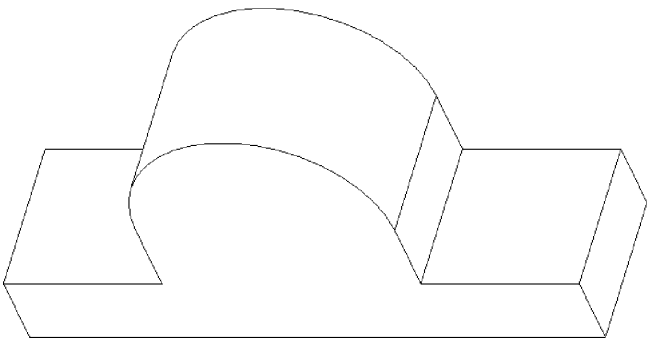

图 3-22　使用拉伸特征创建基座
(5) 单击【草绘】选项卡中的 ✔ 按钮,退出草绘状态。
(6) 在【拉伸】操控面板中设置计算拉伸长度的方式为 ⊟ ,即关于草绘平面双向对称。
(7) 在【拉伸】操控面板中设置拉伸特征的拉伸长度为 44.00。
(8) 预览无误后单击 ✔ 按钮,完成拉伸特征的创建,结果如图 3-22 所示。